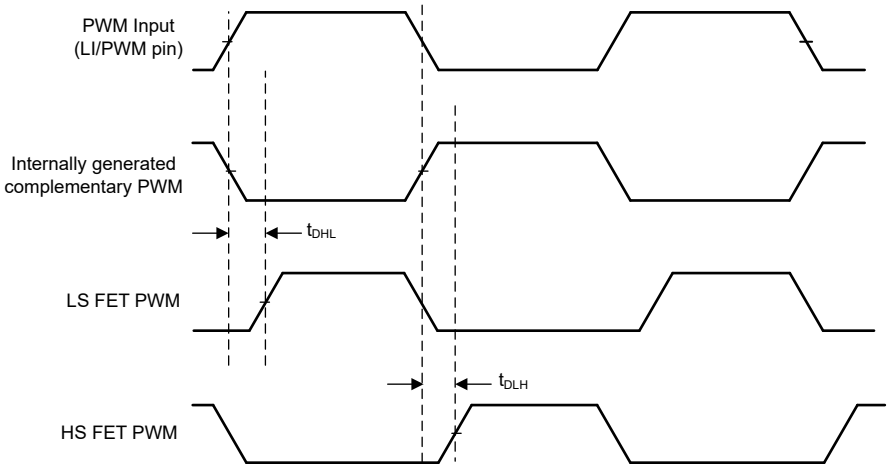

Figure 8-5. PWM Mode Operation
DRV7167A supports single PWM mode for IO limited controllers. Float the RDLF pin to enable the single PWM mode. Keep the ENIN/HI pin high to enable the driver. Resistors (0Ω to 100kΩ) on DHL and DLH set the dead time for high to low transition and low to high transition at switch node as per Equation 4 and Equation 5. Figure 8-5 explains how the PWM inputs from the high side (HS) and low side (LS) GaN FET derive from the single PWM input. DRV7167A generates a complimentary PWM, which is 180° phase shifted signal of the PWM input. The device generates the LS FET PWM input by delaying the rising edge of PWM input by t_{DHL} time to provide dead time and HS FET PWM input by delaying the rising edge of complimentary PWM input by t_{DLH} time to